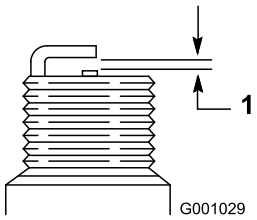

Figur 51
4. Still mellomrommet mellom elektrodene på en ny tennplugg til 0,76 mm (Figur 51).